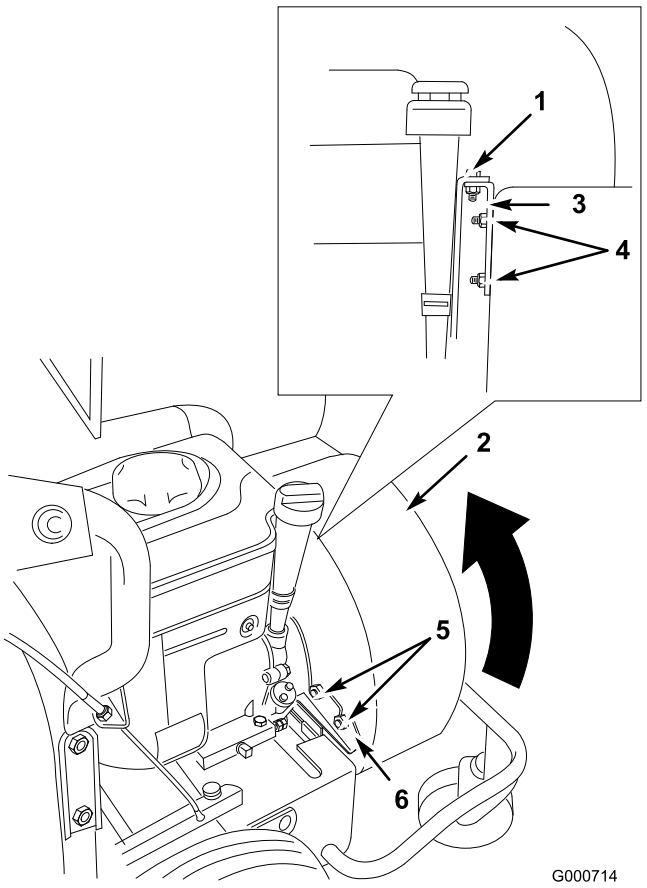

Figuur 22
6. Verwijder de bout waarmee het ventilatorhuis is bevestigd aan de motorbeugel (Figuur 22).
7. Verwijder de 2 borgmoeren waarmee het ventilatorhuis is bevestigd aan de motorbeugel, en verwijder de beugel (Figuur 22).
9. Verwijder de 2 borgmoeren waarmee het ventilatorhuis is bevestigd aan de beugel van de stabilisator (Figuur 22).